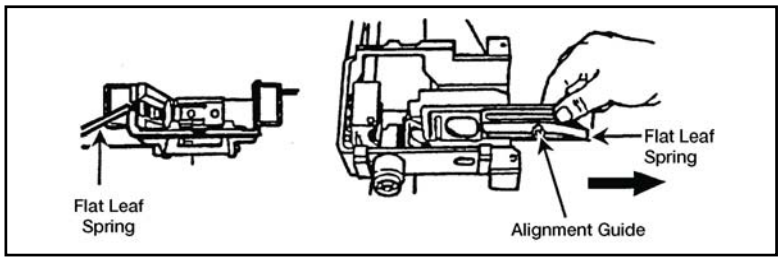

Figure 071-030-0001-10. Removal of the alignment guide assembly
(1) Hold the top cover straight up to align the end of the cross pin.
(2) Pull straight out on the pins.
(3) Lift off the top cover.
(4) Lift the tray out of the feeder.
g. Remove the alignment guide assembly (figure 071-030-0001-10).